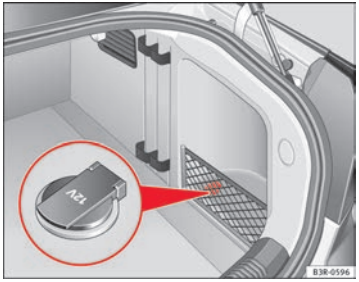

Fig. 125 Detailed view of the side trim in the luggage compartment: 12 volt socket
– Lift the power socket cover ⇒ fig. 125.